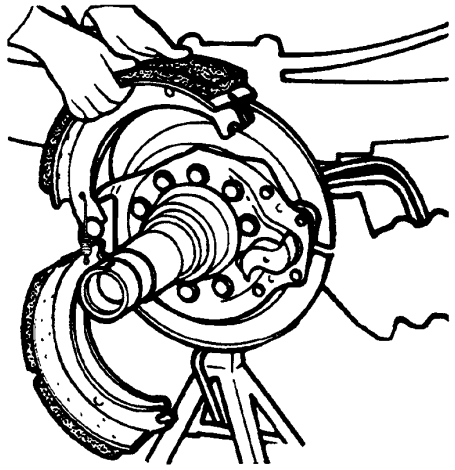

FIGURA 8-19
13. Retire las zapatas del eje (vea la Figura 8-19).